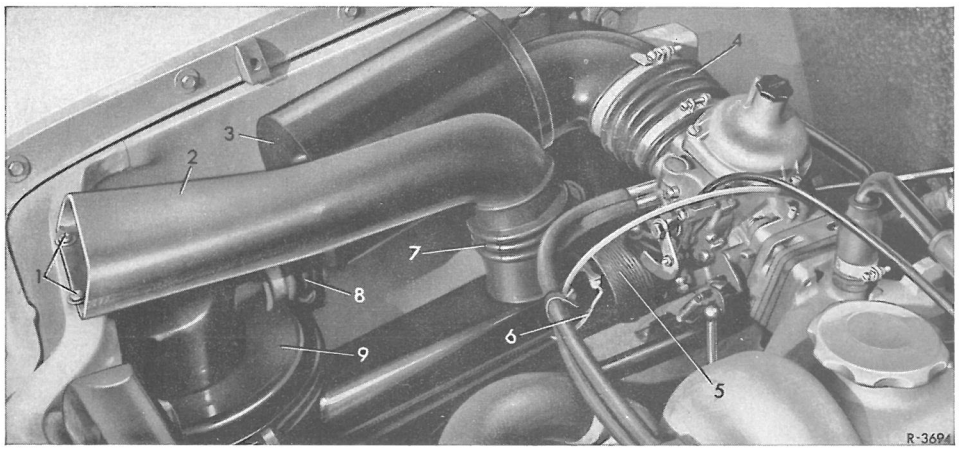

Fig.09-1/1
På typerne 200/8 og 220/8 er der foran karburatoren anbragt endnu en mellemdæmper (3) til dæmpning af indsugningsstøjen (fig. 09-1/1).
Inden oliestanden prøves,må vognen stilles på en plan flade, hvor den skal henstå mindst 5 min.,inden oliestanden måles, for at olien kan få tid til at dryppe ud af filterets indsats. Oliestanden skal stå mellem de indpressede pile (fig.09-1/9).